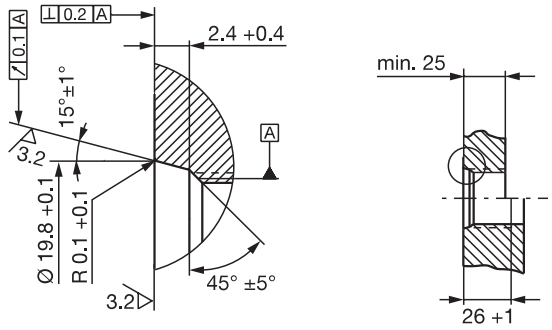
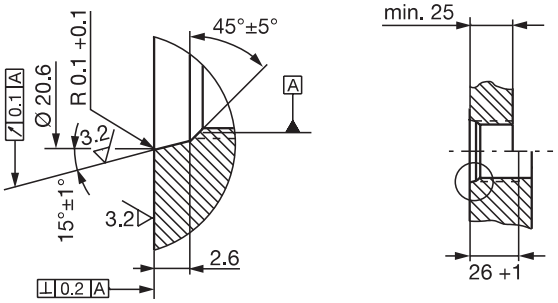

図 5-3: 取付穴 M18x1.5（ISO 6149 準拠）、O リング 15.4x2.1
図 5-4: 取付穴 3/4"-16UNF（SAE J475 準拠）、O リング 15.3x2.4
1. 図 5-3 や 図 5-4 のように、ねじ山付きの取付穴を開けます（必要に応じて O リング用皿穴付きタイプも可）。